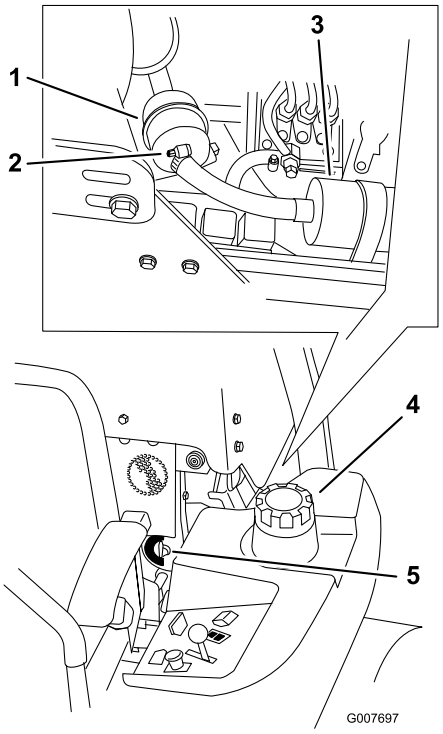

Figur 44
4. Stäng bränslekranen (Figur 44).
5. Lossa de två slangklämmorna och koppla loss bränsleslangarna från bränslefiltret (Figur 44).
6. Montera ett nytt filter. Koppla bränsleslangarna till bränslefiltret och montera de två slangklämmorna (Figur 44).